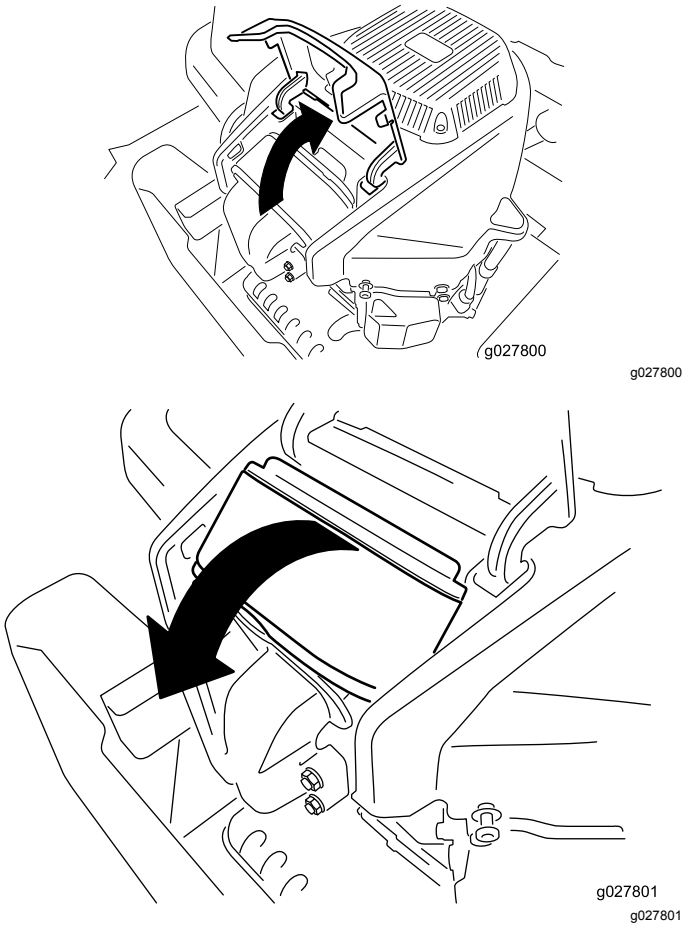

Rysunek 42
4. Unieś pokrywę i odkręcając, odłącz zespół filtra powietrza z silnika (Rysunek 42).